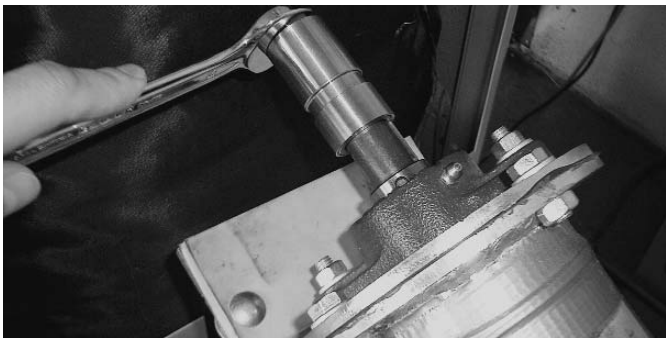

Fig. 84
- Con l'ausilio dell'adattatore per il funzionamento manuale fare ruotare la coclea di alimentazione in senso orario finché i pellets iniziano a cadere sul dispositivo antincendio tramite il tubo trasportatore a gravità (fig. 84).